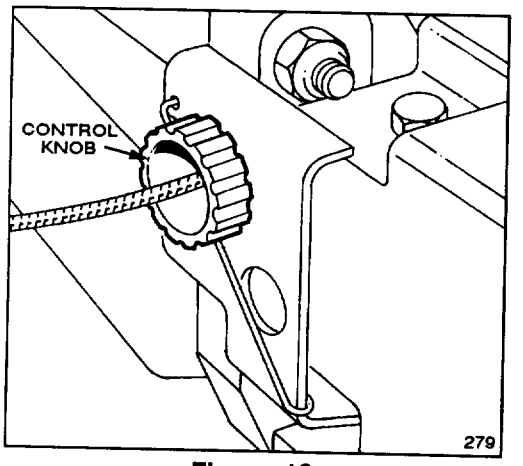

**Figure 18**
2. ADJUSTMENT (Fig. 18)—Rotate control knob clockwise 1/2 turn if mower does not self-propel. If mower creeps forward, rotate knob 1/2 turn counterclockwise to loosen belt.